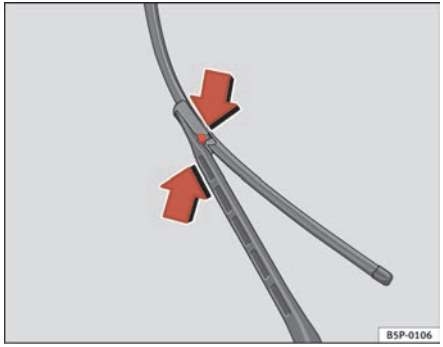

Fig. 170 Changing the front wiper blades
– Push the side buttons, free the blade and pull in the direction of the arrow ⇒ page 226, fig. 170.